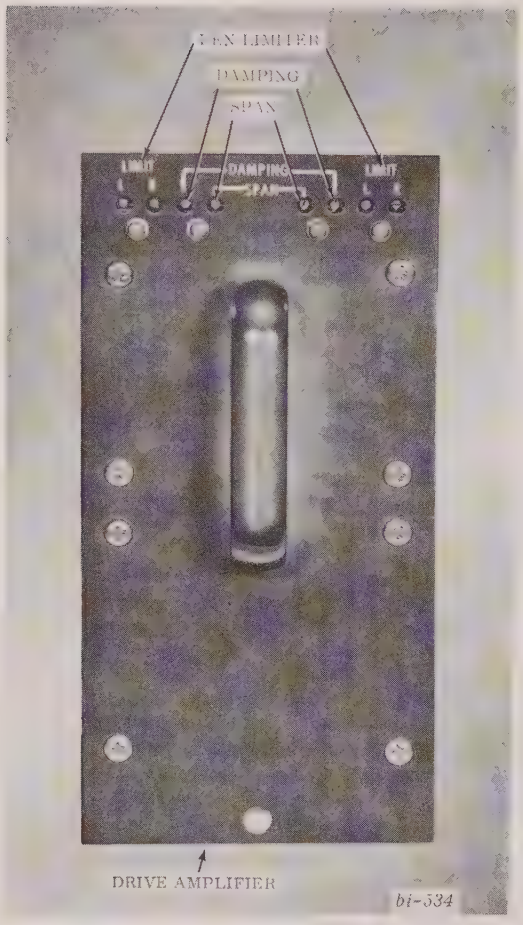

FIGURE 7-2 CALIBRATION EXTERNAL CONTROLS
8. Adjust left and right pen limiter potentiometers on front of drive amplifier for pen limits of approximately three lines past channel edge (Figure 7-2).
2. Apply 2.500 volts directly to appropriate leads on drive frame and check for pen deflection to edge of channel. If proper deflection is not obtained, adjust SPAN control on front of amplifier (Fig. 7-2) until pen deflects to channel edge.
2. Switch frequency to 100 cps and, if necessary, adjust DAMPING control (Fig. 7-2) until trace amplitude is exactly 20% of full scale. Peak-to-peak amplitude should be flat within ±4% over entire range.
2. Adjust potentiometers (L and R, Fig. 7-2) until pen travel is one division beyond full scale at both edges of channel.